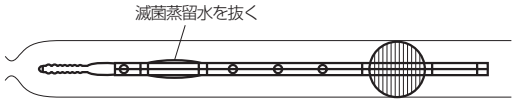

図16
20. 前バルーン内の滅菌蒸留水を回収してバルーンを完全に収縮させる（**図16**）。